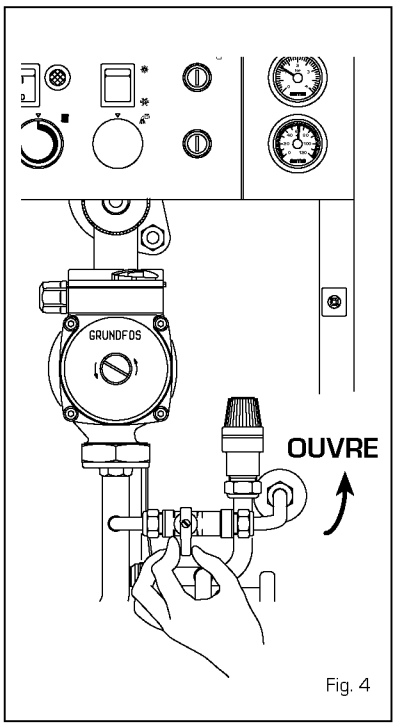

Fig. 4
2.2.1 Remplissage de l'installation (fig. 4)
Le remplissage de la chaudière et de l'installation s'effectue en agissant sur le robinet à bille; avec l'installation froide, la pression de chargement doit être comprise entre **1 - 1,2 bar**. Au cours de la phase de remplissage nous recommandons de débrancher l'interrupteur général. Le remplissage doit être effectué lentement pour permettre aux bulles d'air de s'échapper à travers les évents prévus à cet effet. Pour faciliter cette opération tourner horizontalement la fente de la tête de la vis de blocage de la soupape de retenue. A la fin de la phase de remplissage, remettre la vis sur sa position initiale. Lorsque l'opération est achevée, contrôler que le robinet est parfaitement fermé (fig. 4).